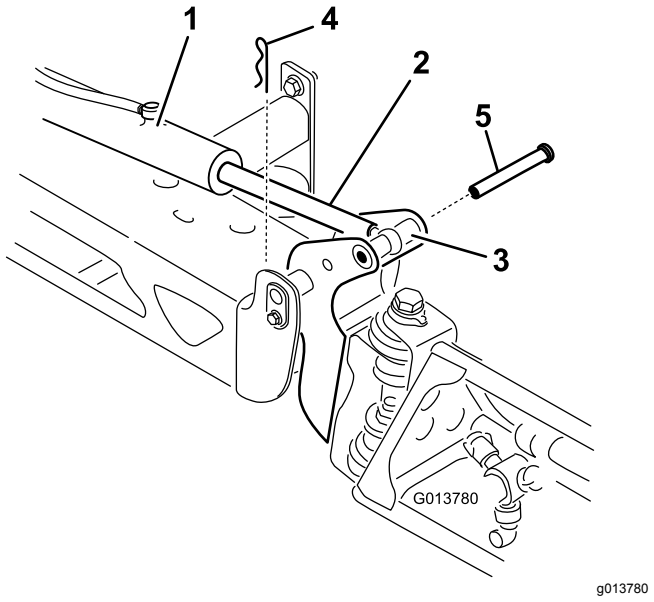

**Figur 83**
2. Fjern hårnålssplinten fra svingbolten (Figur 83).
3. Løft opp på bommen, fjern bolten (Figur 83) og fir bommen sakte ned på bakken.
9. Mens du holder bommen, skal du føre pinnen gjennom begge bommens dreietapper og aktuatorstangen (Figur 83).